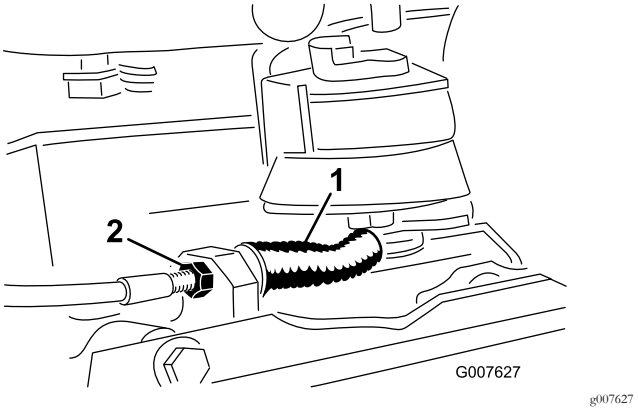

Figuur 34
- Draai om de kabelspanning te verminderen de voorste contramoer losser en de achterste contramoer vaster (Figuur 34). Herhaal stap 1 en 2 indien nodig om de spanning af te stellen.
- Draai om de kabel strakker te zetten de voorste contramoer vaster en de achterste contramoer losser (Figuur 34). Herhaal stap 1 en 2 indien nodig om de spanning af te stellen.